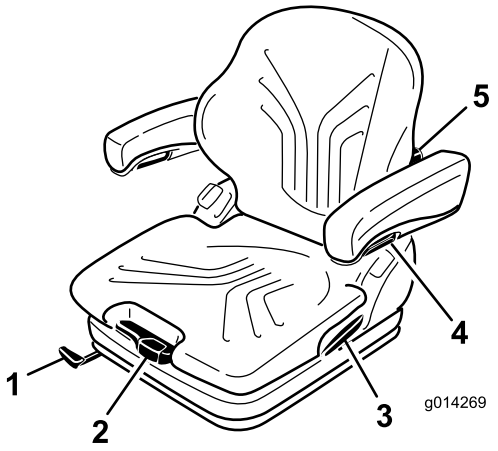

Figuur 31
De stoel wordt aangepast aan het gewicht van de bestuurder door middel van de gewichtinstellingshendel (Figuur 31).
1. Om de bestuurdersstoel in te stellen, moet u de hendel omhoogtillen. Zo ontgrendelt u de stoel (Figuur 31).
Door de instelknop naar boven te draaien, kunt u de welving in het bovenste gedeelte van het kussen van de rugsteun aanpassen. Door de instelknop naar beneden te draaien, kunt u de welving in het onderste gedeelte van het kussen van de rugsteun aanpassen (Figuur 31).
Om de hoogte van de armsteunen in te stellen, neemt u het ronde dopje (Figuur 31) uit de overtrek. Draai de zeskantmoer (13 mm) erachter los, stel de armsteunen in op de gewenste positie en draai de moer vast. Plaats het dopje terug op de moer.
Draai de instelknop om de hoek van de armsteunen aan te passen (Figuur 31).
Trek de vergrendeling omhoog zodat de pal van de rugleuning vrij komt (Figuur 31). Oefen geen druk uit op de rugleuning terwijl u de pal van de rugleuning losmaakt.